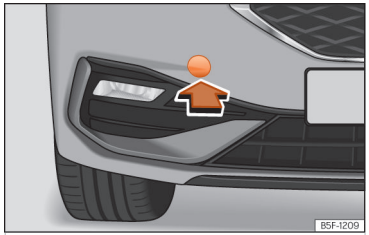

**Fig. 212** Front bumper on right: remove the lid.
The housing of the removable towline anchorage is on the right side of the front bumper underneath a cover ››› Fig. 212.
- Remove the cover by pressing down on its base and leave it hanging from the vehicle ››› Fig. 212.